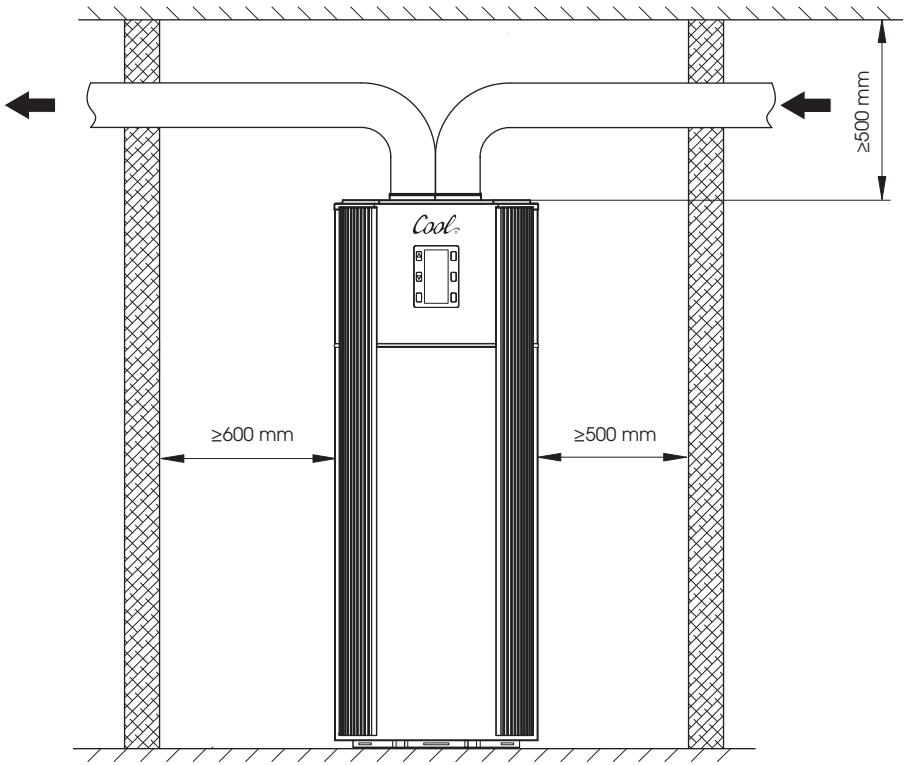

Rys. 2
3. W przypadku instalacji jak na rys. 2 urządzenie można zainstalować pomiędzy ścianami, podłączyć przewody wlotu i wylotu powietrza w celu wymiany powietrza. Odległość urządzenia do ściany i innych przeszkód nie powinna być zbyt mała. Zachować odpowiedni dystans.